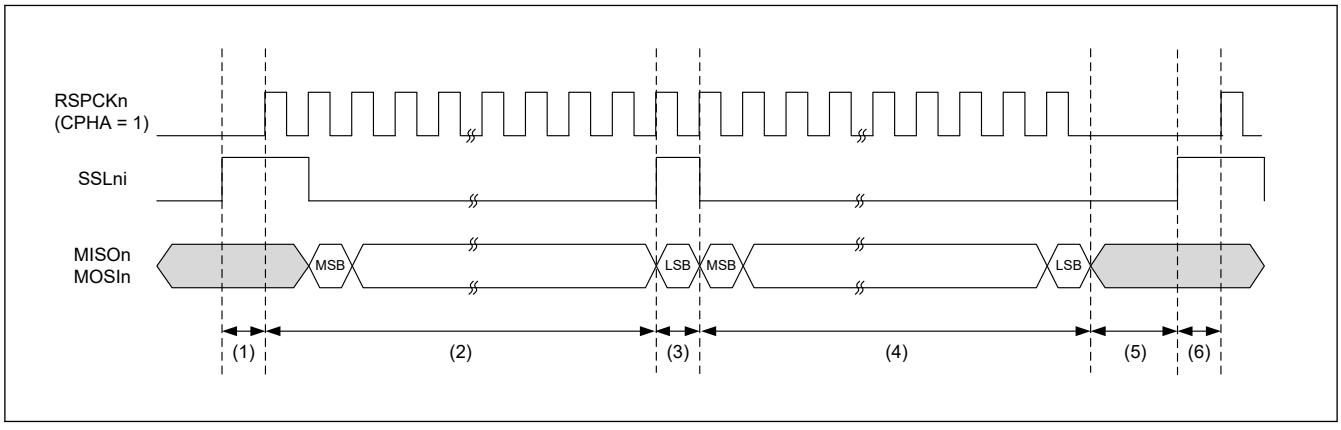

図 34.59　バースト転送の動作例 (SPFRF = 1)
- SPI コマンドレジスタ (SPCMD) の SSLni 信号レベル保持ビット (SSLKP) が 1 で、SPI コントロールレジスタ (SPCR) のバースト転送フレーム遅延選択ビット (BFDS) が 1 のときの SPCMD0～SPCMD1 を図 34.59 に示します。設定によりバースト転送を実現した場合の SSLni 信号動作とシリアルデータ MISOn/MOSIn の例を以下に示します。SSLni 出力信号の極性は、SPI SSLi 信号極性ビット (SPCR3.SSLiP) (i = 0～3) の設定値で決まります。